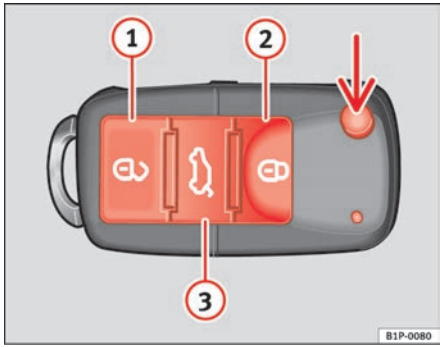
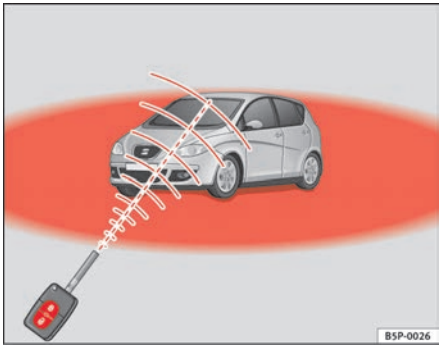

Fig. 64 Assignment of buttons on the remote control key
Fig. 65 Range of the remote control
Using the button ⇒ fig. 64 (arrow) on the control, the key shaft is released.
Unlocking the vehicle ⇒ fig. 64 (1).
Locking the vehicle ⇒ fig. 64 (2).
Unlocking the tailgate. Press the button ⇒ fig. 64 (3) until all indicators on the vehicle briefly flash. When the unlocking button (3) is pressed, 2 minutes remain for opening the door. Once this time has passed, it will lock once more.
Also, the battery indicator on the key ⇒ fig. 64, will flash.
When the button ⇒ fig. 64 (1) is pressed once, the driver's door is unlocked, all others remain locked.
Press the button ⇒ fig. 64 (1) twice to unlock all doors. ▶
- The remote control functions only when you are in range ⇒ page 100, fig. 65 (red area).
- If the vehicle is unlocked using the 🔓 (1) button, the vehicle will be locked again automatically if any of the doors or the tailgate are not opened within 30 seconds of unlocking the vehicle. This function prevents the vehicle from remaining unlocked if the unlocking button is pressed by mistake.
– Use both keys that have been delivered with the vehicle; the key with the remote and the normal key ⇒ page 100, fig. 64 ⇒ page 100, fig. 65.
– Lock the vehicle from the driver side door lock using the key with the remote control ⇒ page 100, fig. 64 ⇒ page 100, fig. 65.